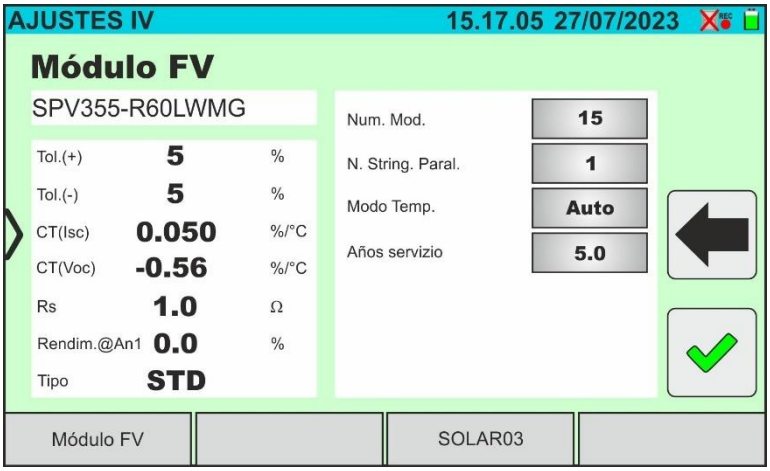

Fig. 53: Configuración parámetros test IVCK
12. Toque la tecla “**Ajustes**” (referencia módulos Monofaciales). Se muestra la siguiente pantalla en la Fig. 53. Se indican los siguientes parámetros: